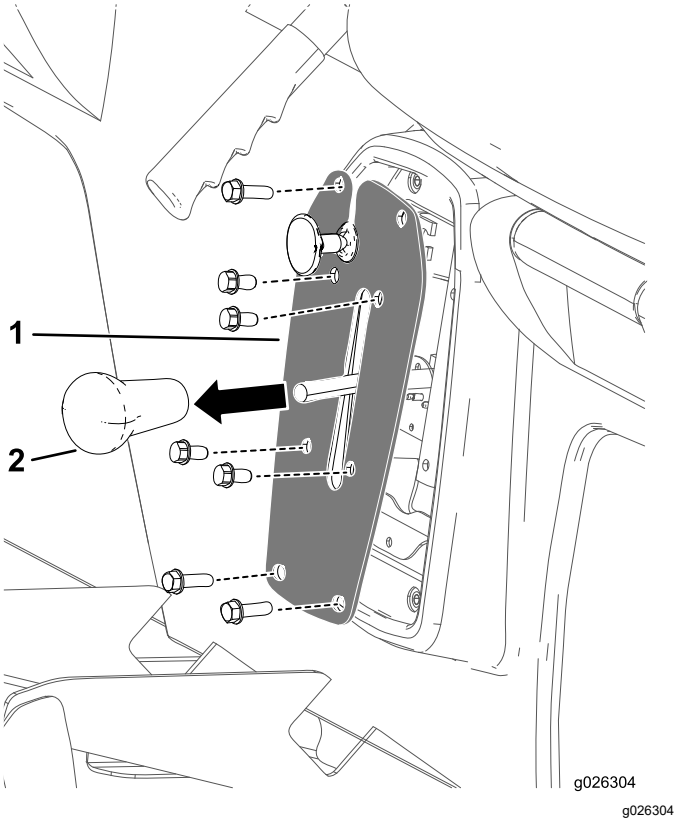

Figur 43
1. Fjern knotten fra girspaken (Figur 43).
2. Fjern de fire boltene som fester girspakplaten til girspakbraketten (Figur 43).
3. Fjern de fire boltene som fester girspakplaten til setebasen, og fjern girspakplaten (Figur 43).
4. Skru på knotten fra girspaken og trekk til for hånd (Figur 43).